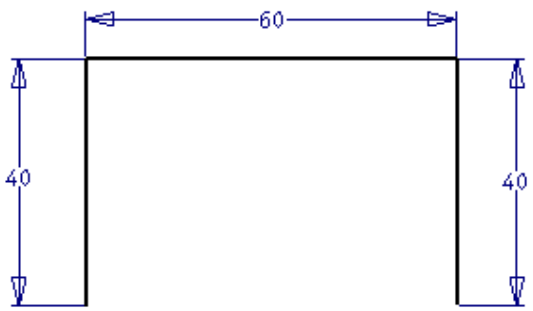

***Figure 18-44*** *First 2D sketch*
4. Draw the first sketch on the XZ plane, as shown in Figure 18-44.